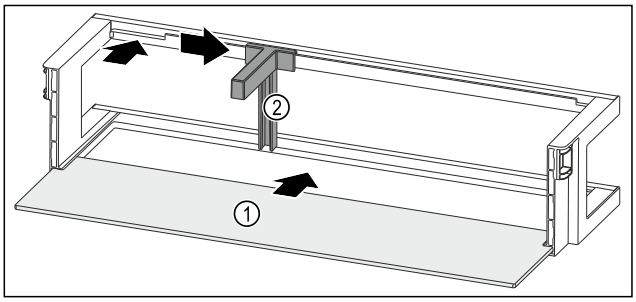

Fig. 104 Estantes en la contrapuerta con estante
▶ Introduzca el estante *Fig. 104 (1)* en los huecos laterales.
▶ Inserte el soporte para botellas *Fig. 104 (2)* en la entalladura.
▶ Deslice el soporte para botellas *Fig. 104 (2)* hacia un lado a la posición deseada.